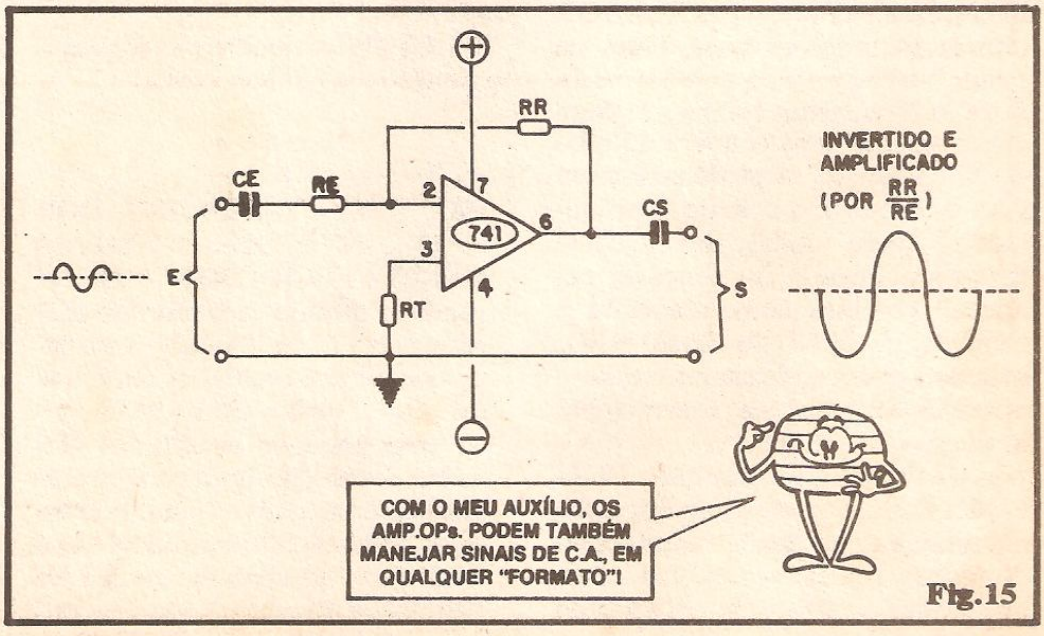

Fig.15
- FIG. 15 - O 741 TRABALHANDO COM SINAIS EM C.A. (ÁUDIO, POR EXEMPLO) - Meramente intercalando capacitores de bloqueamento da C.C. (para que não sejam influenciados os cálculos puramente resistivos das redes de realimentação) nos percursos de Entrada (CE) e de Saída (CS) dos sinais, podemos tranquilamente colocar um 741 a trabalhar com sinais C.A. (áudio, por exemplo...). Convém, agora, notar que existe um último e importante PARÂMETRO do 741 a considerar: a MÁXIMA FREQUÊNCIA PASSANTE, de modo que ainda tenhamos "garantido" um ganho
funcional... Normalmente, um 741 pode trabalhar com sinais alternados de Frequência **até** cerca de 100 KHz, com uma possibilidade de ganho ainda considerável... Podemos levar a Frequência de funcionamento até o limite de 1 MHz, porém, nesse caso (Frequências relativamente elevadas...) ficam invalidadas as fórmulas determinadoras do ganho, já que este, por razões internas do Integrado, terá seu limite superior cada vez mais "pra baixo", à medida que a Frequência "sobe"... Tanto que a 1 MHz não conseguiremos, "nem a pau", obter ganho maior do que o unitário, do Integrado! Na faixa de áudio, contudo (até uns 20 ou 30 KHz...) podemos, na prática, considerar os parâmetros de ganho como muito próximos dos verificados sob C.C., valendo todas as fórmulas e **configurações** já vistas (sempre com a intercalação dos capacitores de "isolamento", conforme diagrama da fig. 15...) nas figuras anteriores.